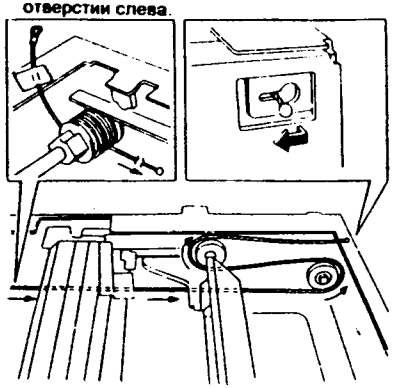

Рис. 7 NZM-0061
2. (Рис. 7): Накиньте конец тросика с шариком на дальний левый шкив и шкив каретки, как показано на рисунке 7, и закрепите шарик в отверстии слева.